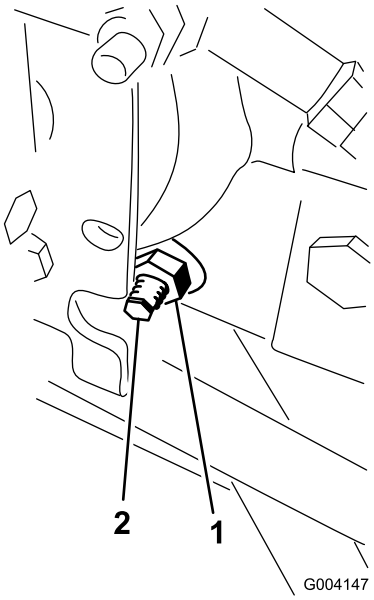

Rysunek 69
4. Po prawej stronie higrostatu poluzuj przeciwnakrętki krzywki regulacji jazdy (Rysunek 69).